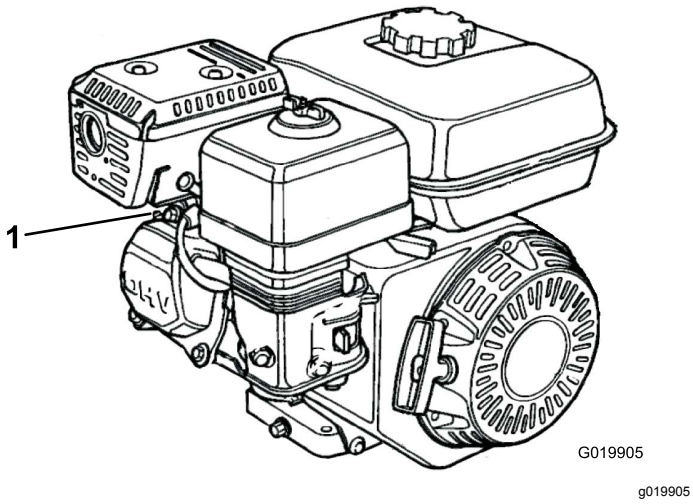

Figur 31
2. Koble fra tennpluggledningen fra tennpluggen (Figur 31).